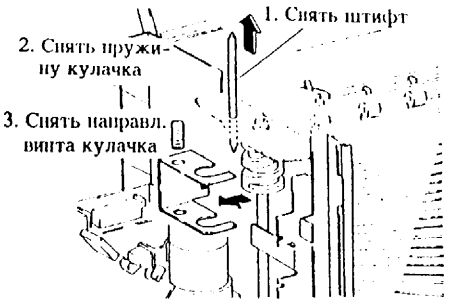

Рис. 10. Снятие направляющей винта кулачка (заднего)
9. (Рис. 10): Снять направляющую винта кулачка задней стороны.